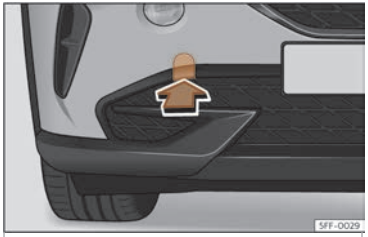

Fig. 44 A la part dreta del para-xocs davanter:retirar la tapa.
L'allotjament de l'argolla de remolc enroscable es troba al costat dret del para-xocs davanter darrere d'una tapa››› **fig. 44**.
- Traieu la tapa fent-hi pressió a la zona inferior i deixeu-la penjant del vehicle››› **fig. 44**.